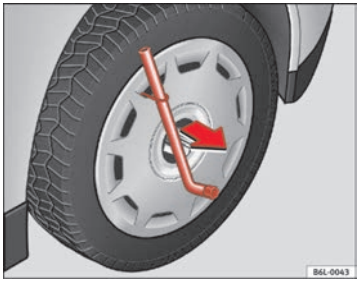

Fig. 124 Retirar embellecedor integral
– Retire el embellecedor integral de la rueda con el gancho de alambre. ⇒ fig. 124.